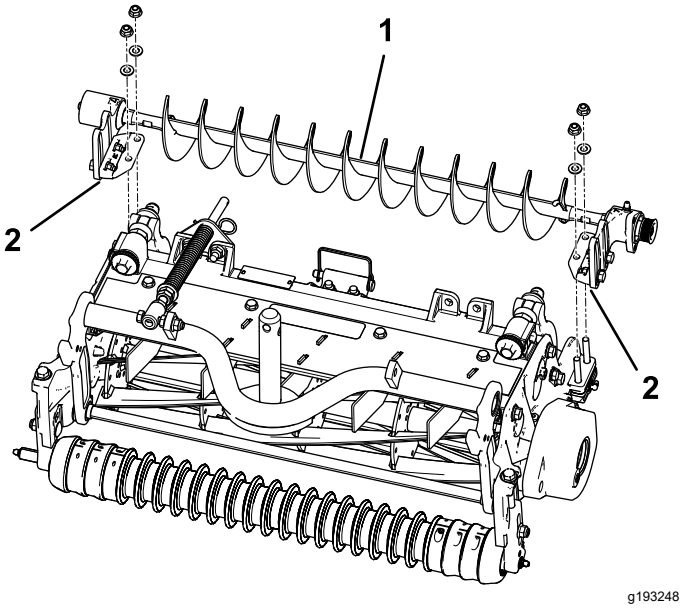

Bild 10
4. Setzen Sie die linke oder rechte Befestigungshalterung der Rollenbürste auf die Schrauben der Rollenhalterung (Bild 10).